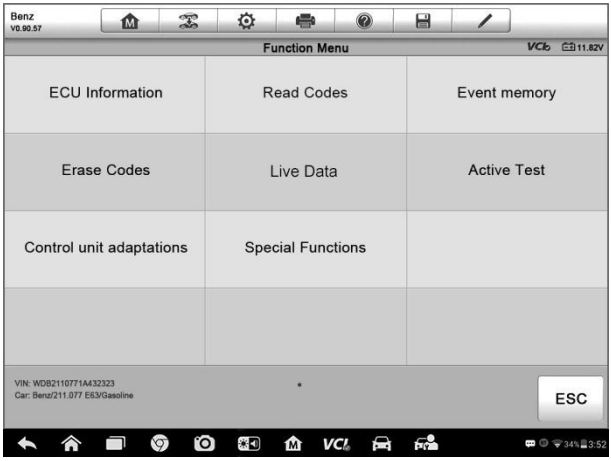

Figure 4-8 ***Sample Function Menu Screen***
- ➢ Tab the > button to the right of the system item, on which you want to perform further diagnosis and other test activities. A Function Menu screen (*Figure 4-8*) shall then display.